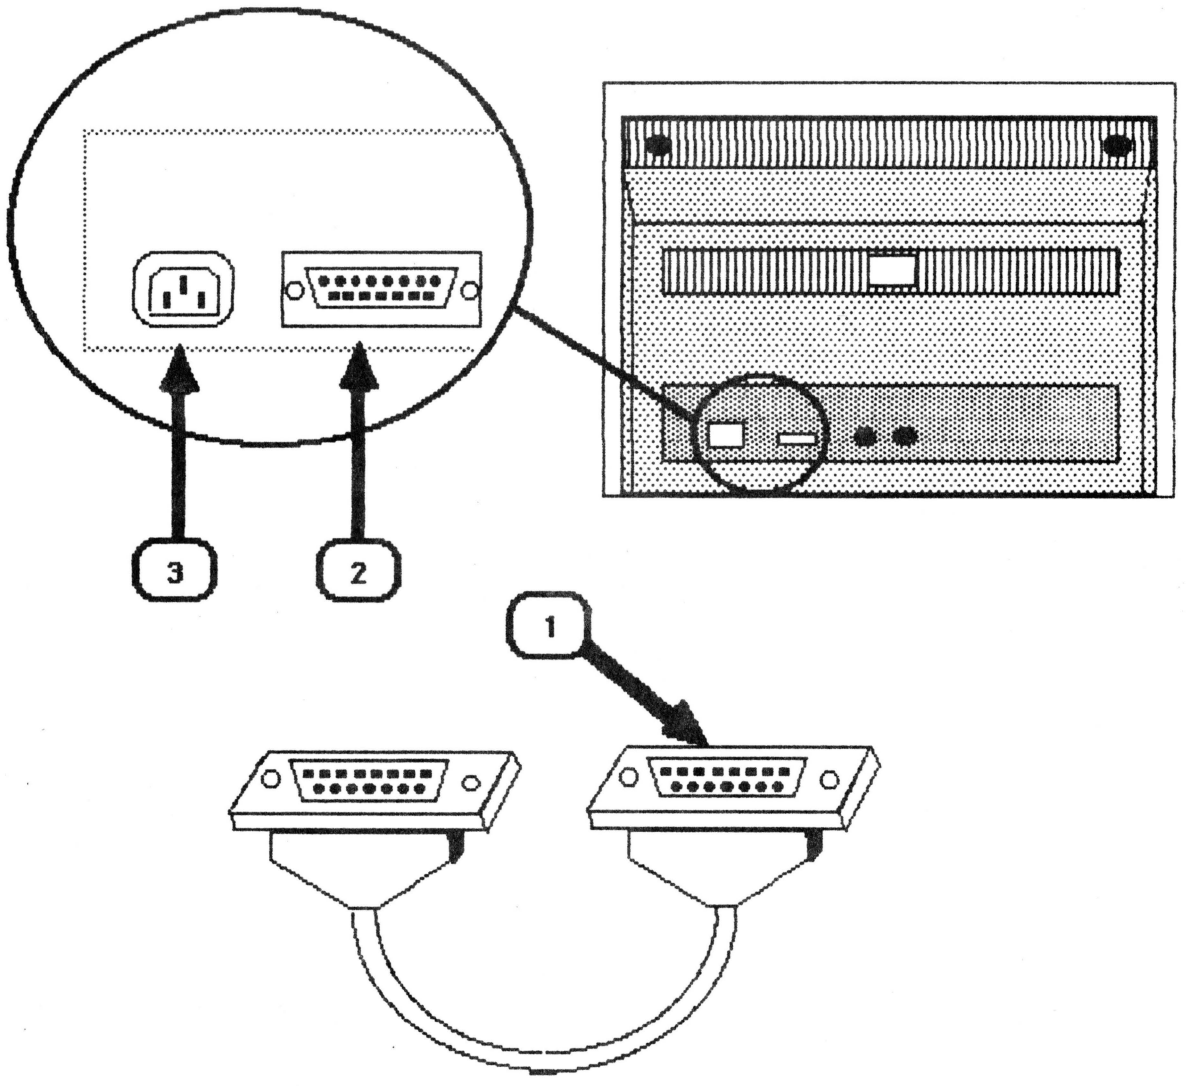

FIGURE 2
2. Plug either end of the video cable (Figure 2, #1) firmly into the video connector (Figure 2, #2) on the back of the monitor.
5. Connect the AC power cord to the power cord connector (Figure 2, #3) and to the wall outlet.